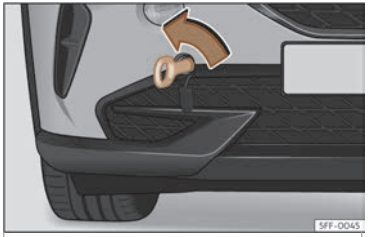

Fig. 44 Parte dereita do parachoques dianteiro:argola de remolque roscada.
- Enrosque a argola de remolque na cavidade, xirándoa ao máximo **no sentido contrario ao das agullas do reloxo**››› fig. 44 ››› ❗. Use un obxecto adecuado co que poida enroscar totalmente e con firmeza a argola de remolque na súa cavidade.